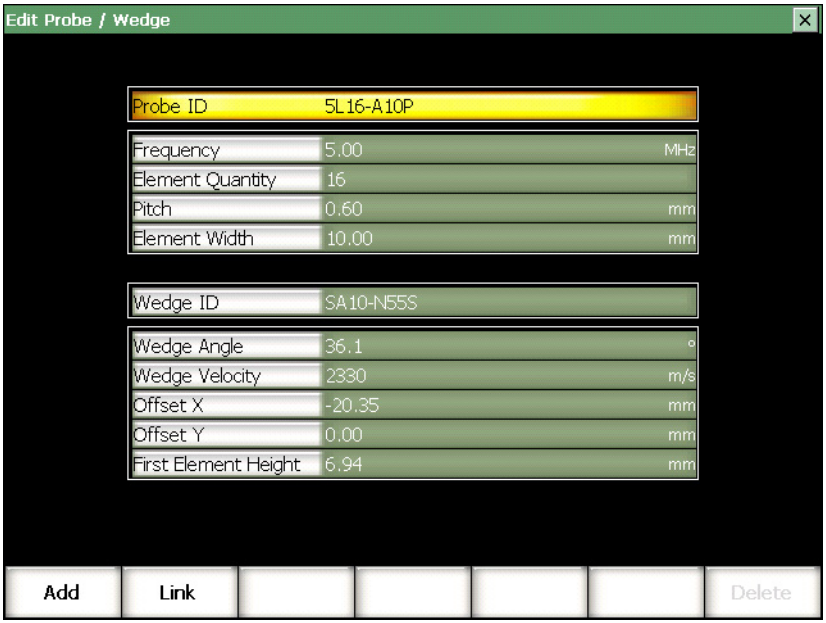

Figure 12-3 The Edit Probe/Wedge setup page
1. Select **PA Probe > Edit** to enter the **Edit Probe/Wedge** setup page (see Figure 12-3 on page 309).